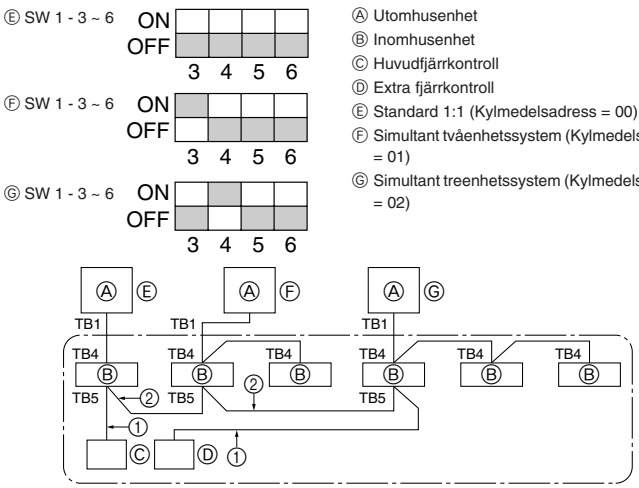

Fig. 9-1
① Koppla in spänningen (överspänningsskydd).
② När gasstoppsventilen stängts, placera SWP-omkopplaren på utomhusenhetens kontrollkort i läge ON (till). Kompressorn (utomhusenheten) och fläktarna (inom-hus- och utomhusenheterna) startar och återvinningen av köldmedel påbörjas. LED1 och LED2 på utomhusenhetens kontrollkort tänds.
③ Eftersom enheten stannar automatiskt inom två till tre minuter efter återvinningen av köldmedel (LED1 och LED2 tänds), stäng gasstoppsventilen snabbt. När LED1 och LED2 tänds och utomhusenheten stannar, öppna stoppventilen för vätska helt, och upprepa sedan steg ② efter tre minuter.
④ Koppla ur spänningen (överspänningsskydd).
9. Systemkontroll (Fig. 9-1)
9. Sistem kontrolü (Fig. 9-1) 89